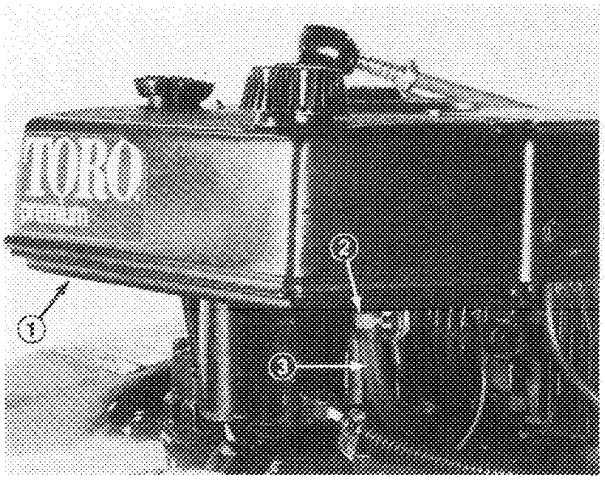

Figure 26
3. Squeeze ends of clip holding fuel line on fuel tank fitting (Fig. 26). Slide clip down fuel line.